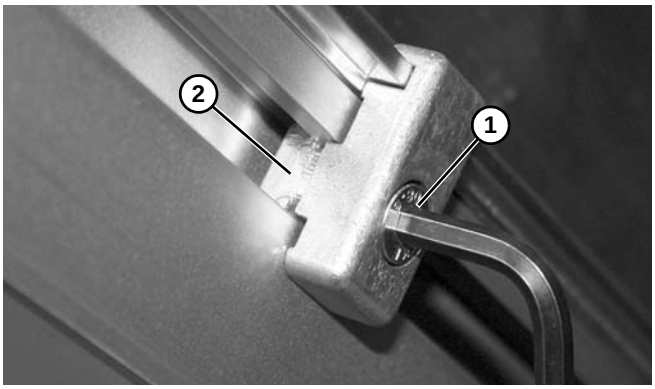

Abbildung 34
2. Schraube **(Abbildung 34, Teil 1)** festziehen und sicherstellen, dass die T-Schiene **(Abbildung 34, Teil 2)** dreht und innen im T-Schlitz einrastet.